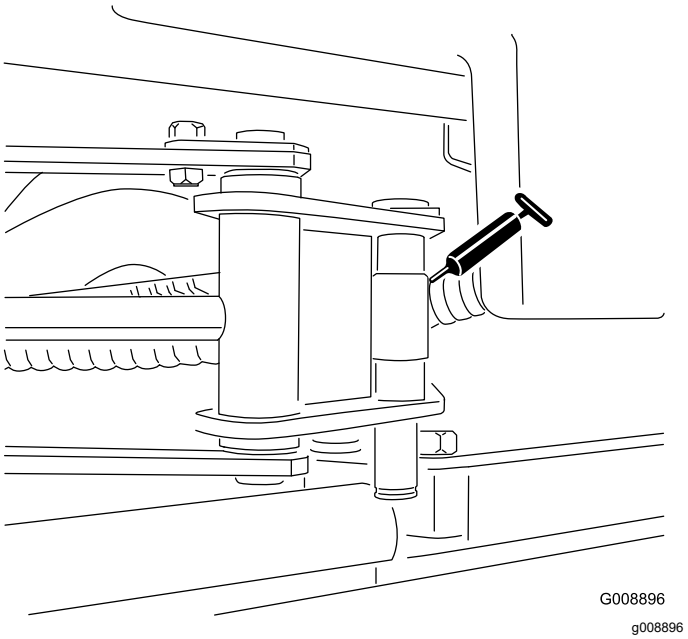

Figura 35
- Duas extremidades do cilindro sidewinder (Figura 35)